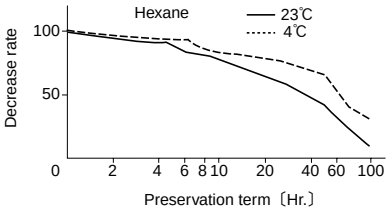

FIG.4.2 DECREASE IN A GLASS SYRINGE
(1) Since the concentration of sample decreases with time depending upon the material and size of bag and the substance and concentration of sample, the sample shall be fed to the gas detector tube confirming the stabilization of the concentration based on the decreasing rate of it（see FIG. 4.2 and 4.3）.